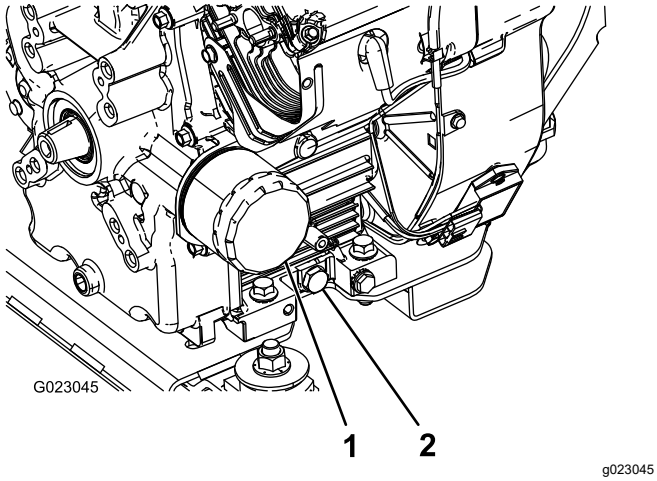

Figur 41
5. Ta bort avtappningspluggen (Figur 41).
8. Häll sakta i cirka 80 % av angiven mängd olja i påfyllningsröret (Figur 41).